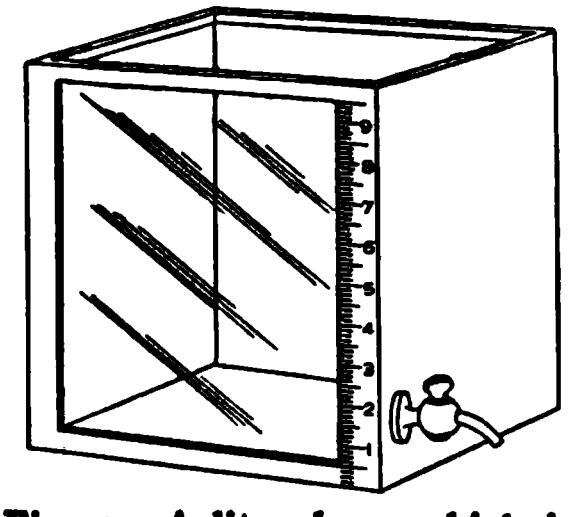

Fig. 5. A liter box, which is a cube 10 centimeters on each side.
9. Units of volume or capacity. The unit of volume that is most extensively used is the volume of a cube whose edge is of unit length. Thus the volume of a freight car is reckoned in cubic feet, the unit being a cube one foot on each edge. In the laboratory we measure the capacity of a flask in cubic centimeters (cm^3). The **liter** is the volume of a cube (Fig. 5) which is 10 centimeters (about 4 inches) on each edge. The **liter** is therefore equal to 1000 cubic centimeters.